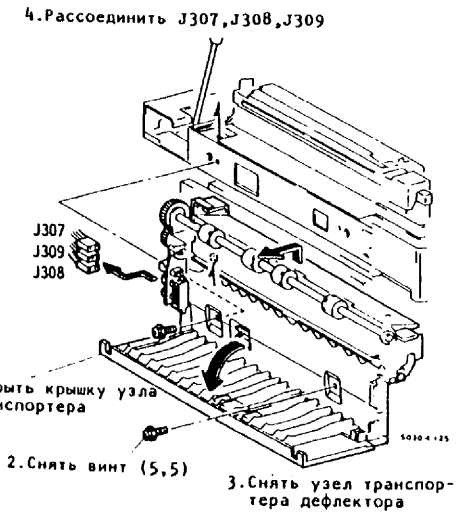

Рис.1. Снятие узла дефлекторного транспортера
4. (Рис.1): Снять узел транспортера дефлектора.